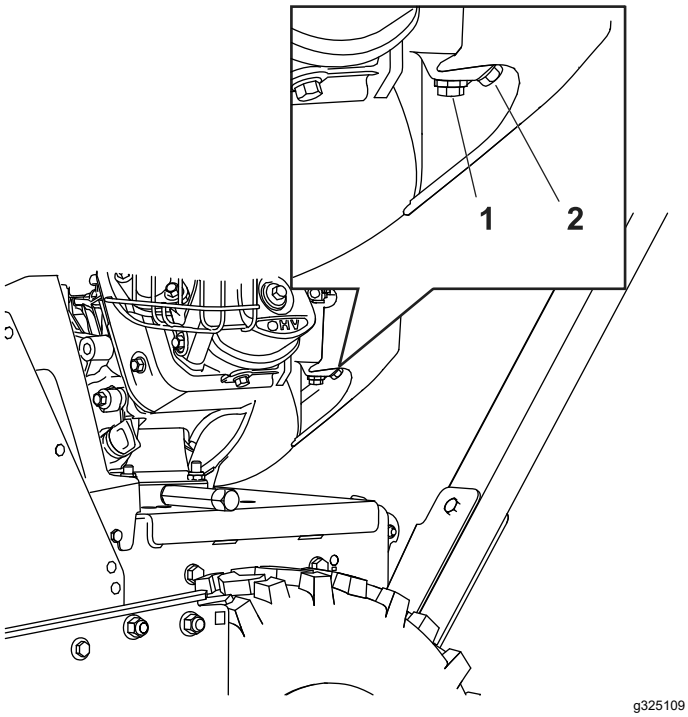

Figuur 31
1. De aftapdop bevindt zich op de zijkant van de carburatorbehuizing (Figuur 31).